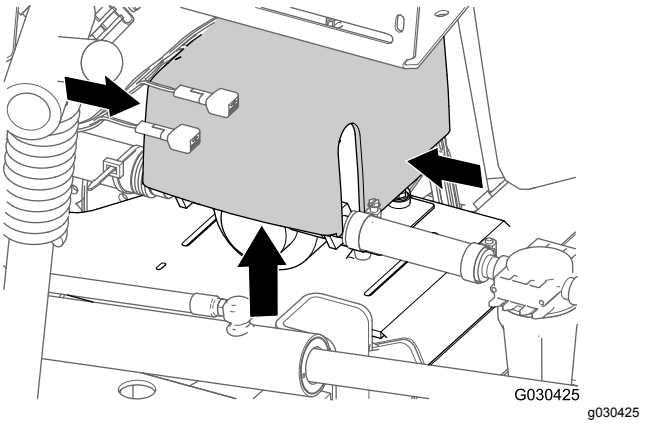

Figur 13
1. På bagsiden af maskinen; tryk siderne af dækslet til skyllepumpen sammen, og løft dækslet op, indtil dækslets tapper er fri af åbningerne i sadelpladen, og fjern dækslet fra maskinen (Figur 13).